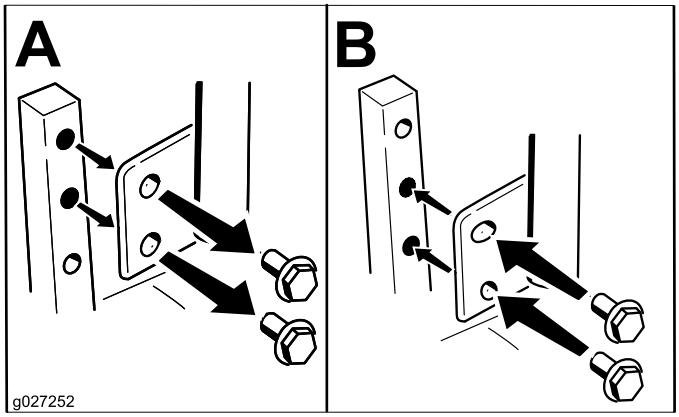

Figur 23
Bevegelseskontrollspakene kan justeres for å oppnå maksimal komfort for føreren (Figur 23).
2. Løsne den nedre bolten akkurat nok til å dreie kontrollspaken frem- eller bakover (Figur 23). Stram til begge boltene for å sikre kontrollen i den nye posisjonen.